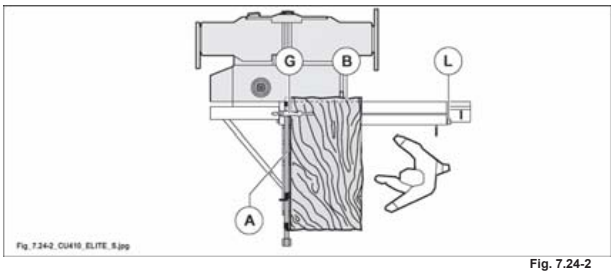

Fig. 7.24-2
- Aprire completamente il vagone come in fig. 7.24-2 e bloccarlo con la leva (L fig. 7.24-2).
- Ruotare il pannello di 90°. Appoggiare il lato rifilato (A fig. 7.24-2) contro la riga in alluminio, fissarlo con lo stringipezzo (G fig. 7.24-2) ed eseguire il nuovo taglio (B fig. 7.24-2).